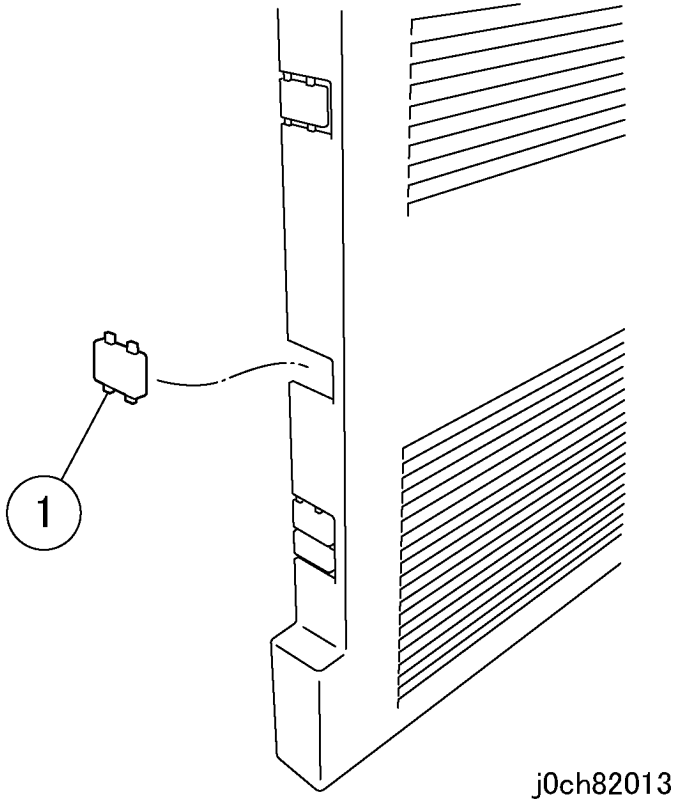

Рисунок 11 Снятие заглушки (j0ch82013)
10. Снимите заглушку (LINE) с задней крышки (рисунок 11).